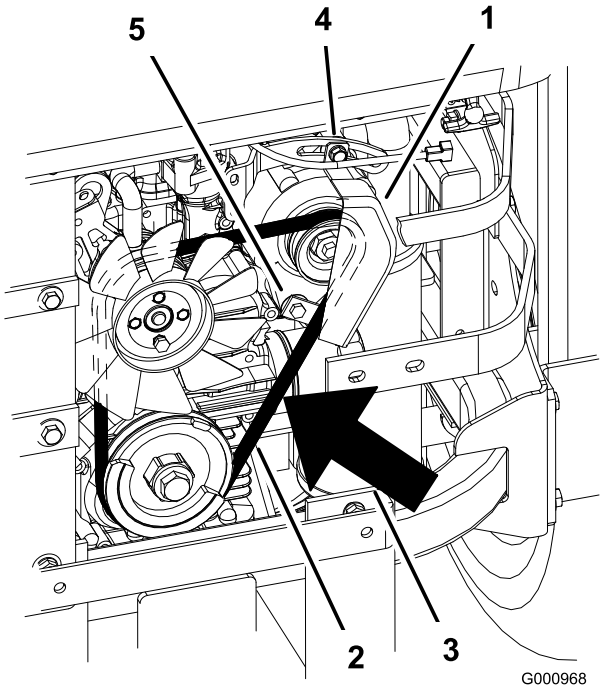

Figur 66
2. Juster generatoren til ydersiden, indtil der er 7–9 mm afbøjning i remmen mellem motoren og generatorens remskiver med en kraft på 10 kgf (Figur 66).
5. Hvis bøjningen er korrekt, skal den nederste og øverste bolt strammes (Figur 66).